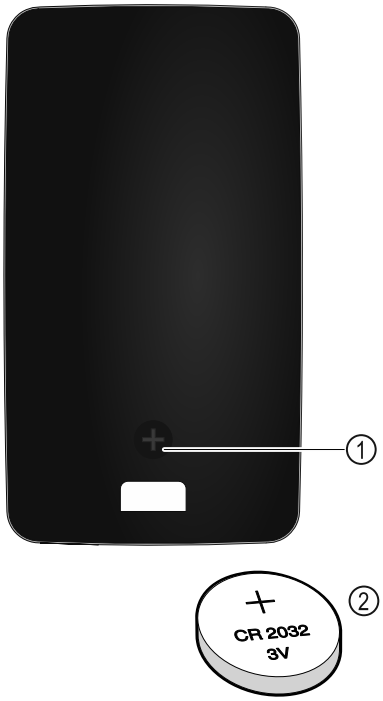

Fig. 229
Telecomanda este alimentată de o baterie tip CR 2032 de 3V *Fig. 229 (2)*, care este disponibilă în comerțul specializat.
▶ Deșurubați șurubul *Fig. 229 (1)* de pe partea din spate a telecomenzii.